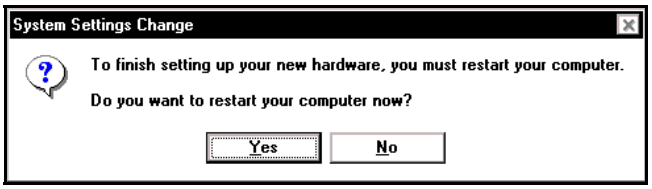

Figure 19. Windows ME
4. **Windows ME**: When the **System Settings Change** screen appears, the USB drivers are installed properly (Figure 19). Click **Yes.**